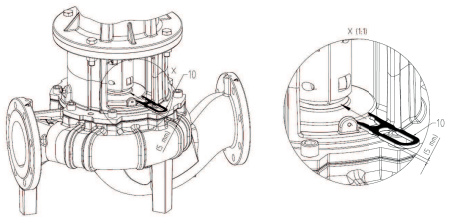

Fig. 47: Colocación de la horquilla de montaje
10. Inserte la horquilla de montaje (Fig. 47) entre la linterna y el acoplamiento. La horquilla de montaje debe quedar ajustada sin holgura.